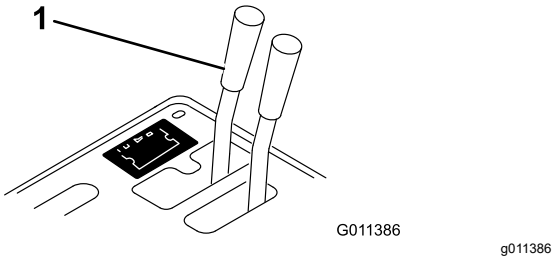

Figur 15
- Hvis Workman-kjøretøyet har serienummer 239999999 og før, sett den eksterne hydraulikkventilspaken (Figur 15) til svevestilling.